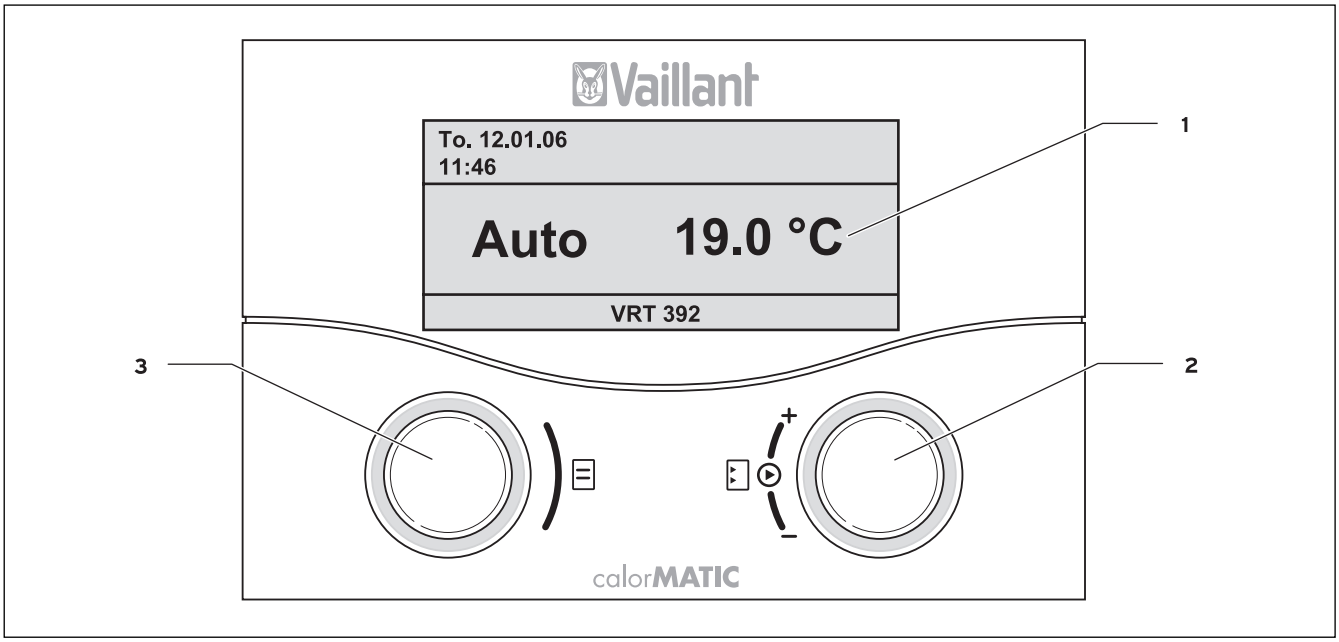

Fig. 4.1 Oversigt betjenings- og visningsfront
Fig. 4.1 viser i displayet den simple grundvisning.
- simpel grundvisning (fig. 4.1)
Begge indstillingsknapper (fig. 4.1 Pos. 2 u. 3) fungerer efter Vaillant-princippet „drej og klik".